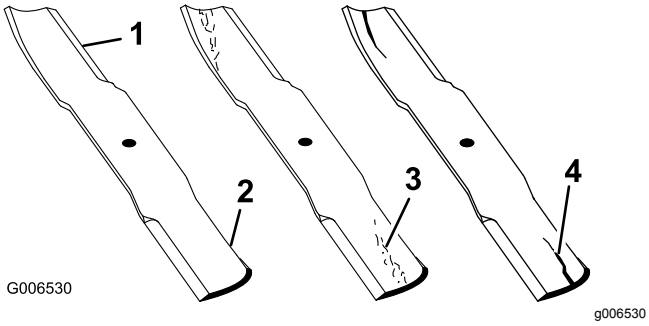

**Figur 100**
1. Kontrollera eggarna (Figur 100).
4. Montera omedelbart en ny kniv om du upptäcker sprickor, slitage eller spårbildning i detta område (Figur 100).